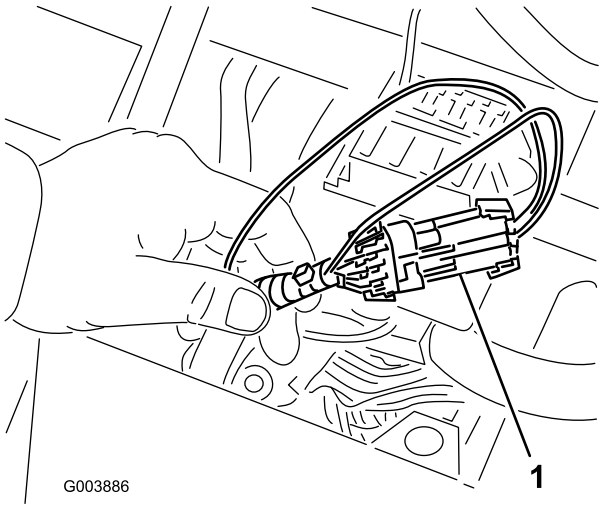

Figur 38
3. Leta reda på ledningsnätet och kontakterna nära styrenheten (Figur 38).